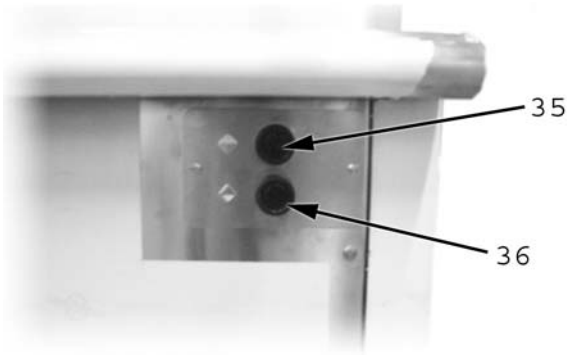

Fig. 4a
- Press the push-button (item 35 in Fig. 4a) to tilt the pan.
- Press the push-button (item 36 in Fig. 4a) to bring the pan back to horizontal position.